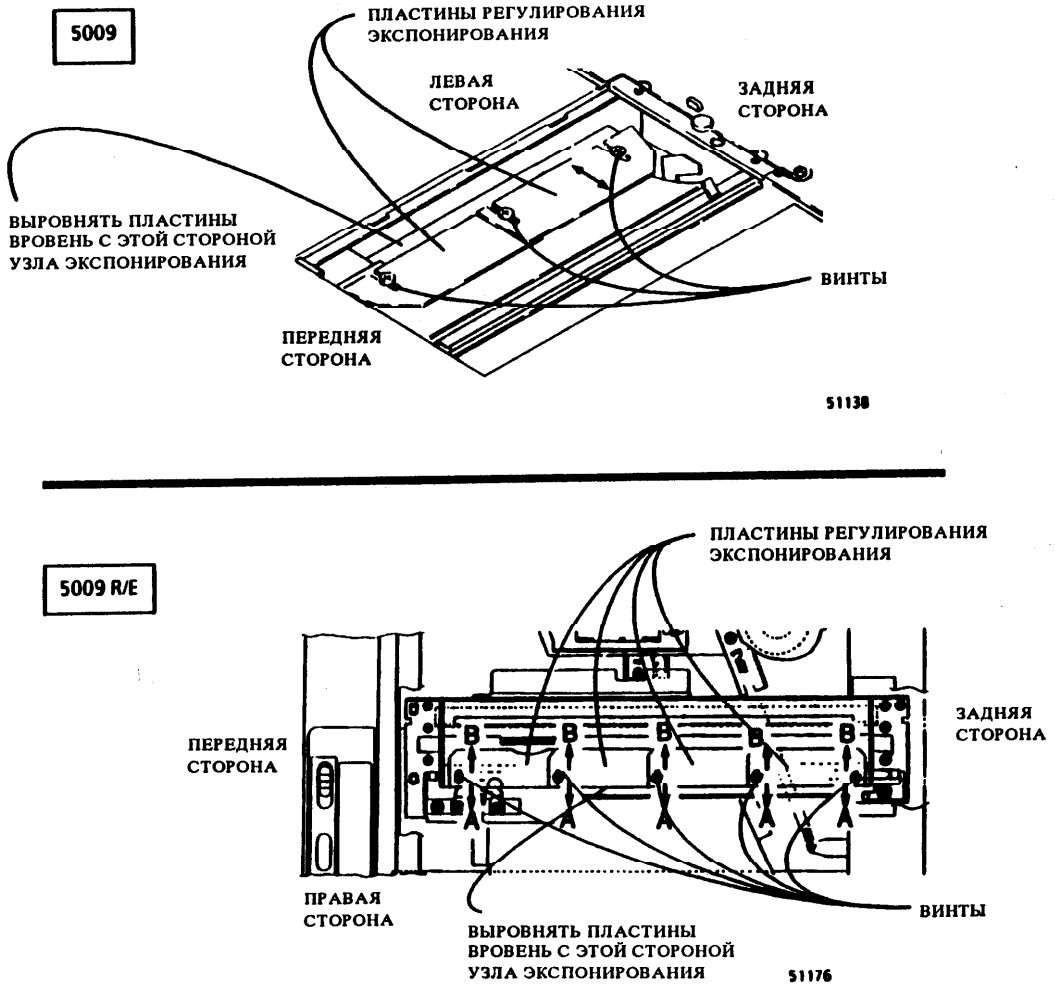

Рис. 1. Выравнивание пластин экспонирования
2. (Рис. 1): ослабить винты и выровнять вровень с левой (5009) или правой (500 R/E) стороной узла экспонирования. Затянуть винты.